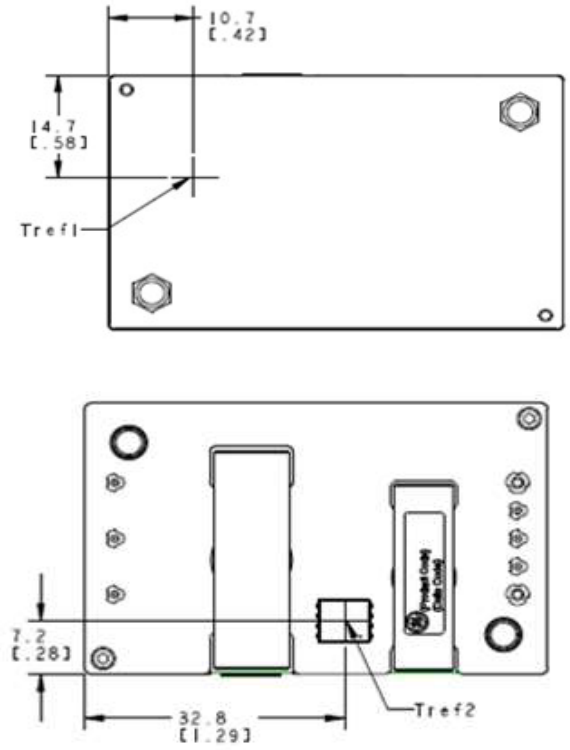

Figure 15. T_{ref} Temperature Measurement Location for coldwall applications version.
The thermal reference points, T_{refl}, and T_{ref2} used in the specifications is shown in Figure 15. For reliable operation these temperatures should not exceed 100° C & 125°C respectively.